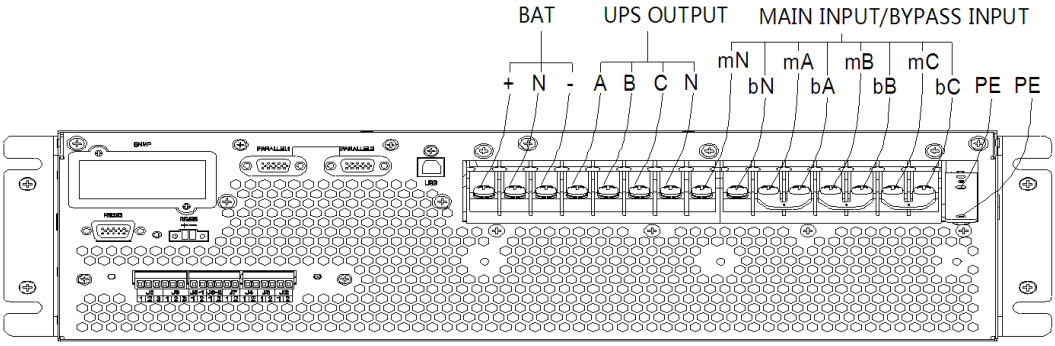

Figure 3-12 3 phases in 3 phases out, common input
3、Connect PE cable to PE terminal, as shown in Figure 3-12.